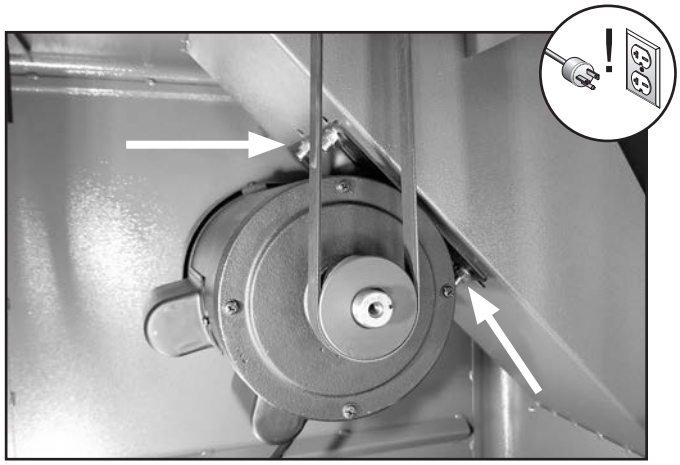

Figure 74. Location of motor mount fasteners (3 of 4 shown).
3. Loosen motor mount fasteners shown in **Figure 74**. DO NOT completely remove motor mount fasteners.
6. Tighten motor mount fasteners (see **Figure 74**), and replace rear access panel.
3. Loosen motor mount fasteners shown in **Figure 74**.
6. Tighten motor mount fasteners (see **Figure 74**), replace rear access panel, and close belt cover.